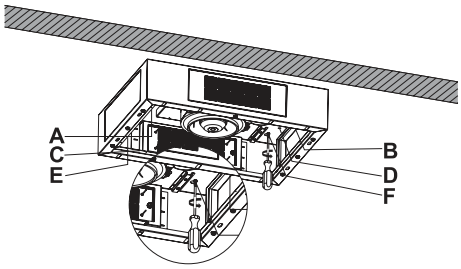

Abb. 8
4. Drehen Sie die Schrauben der Punkte A,B und E,F fest (Abb. 8).
Fixieren Sie die Motorbox an den Punkten C und D mit den 5,5x60 Schrauben (Abb. 8).